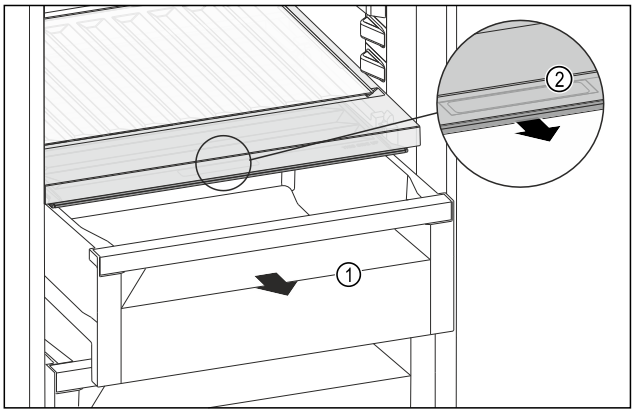

Fig. 170
▶ Schuifvak *Fig. 170 (1)* uittrekken.
▶ Greeplijst *Fig. 170 (2)* op het vakdeksel vastpakken en het vakdeksel gelijktijdig naar voren trekken.